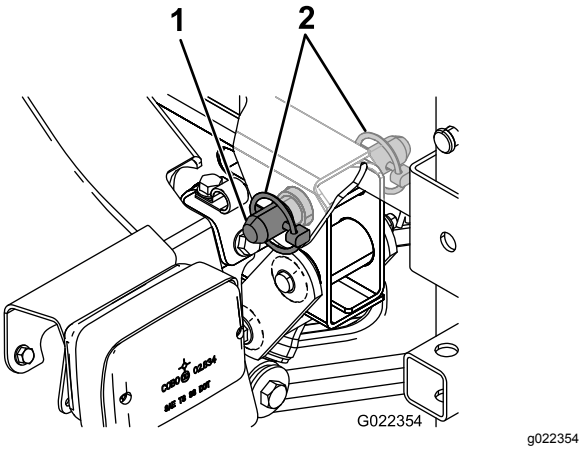

**Figur 11**
6. Placer drejelåsen bag på tankplatformsenheden ud for åbningen bagest på køretøjets stel (Figur 11).
7. Monter en konisk gaffelbolt og to ringstifter på drejelåsen for at fastgøre tankenheden til stellet (Figur 11).